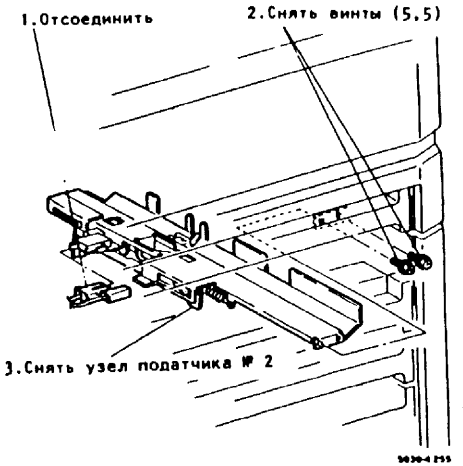

Рис.2. Снятие узла устройства подачи № 2
3. (Рис.1, Рис.2): Снять узел устройства подачи № 2.